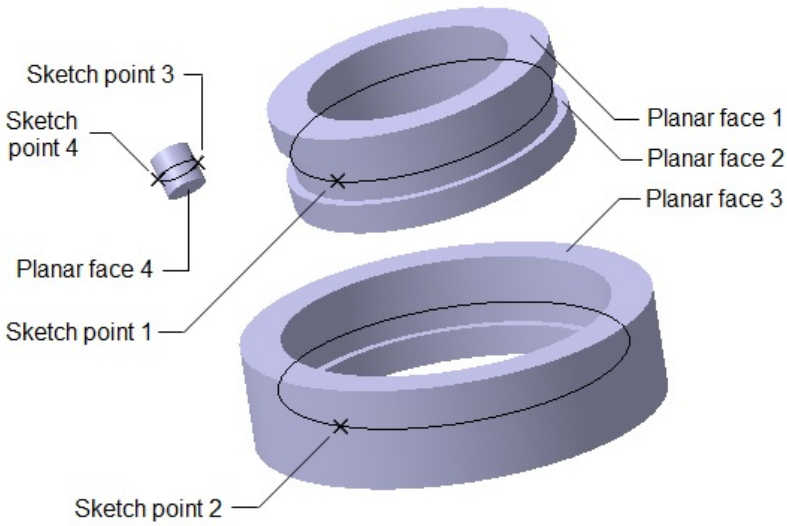

Figure 16-92 *Parts inserted in the* ***Assembly Design*** *workbench*
1. Insert all parts of the Roller Curve Joint mechanism in the **Assembly Design** workbench and place them in 3D space using the Compass, as shown in Figure 16-92. In this figure, the edges of parts are hidden for better visualization.
3. Make the Planar face 1 and the Planar face 3 coplanar by using the **Coincidence Constraint** tool, refer to Figure 16-92.
6. Finally, apply **Coincidence Constraint** between Planar face 2 and Planar face 4, refer to figure 16-92.